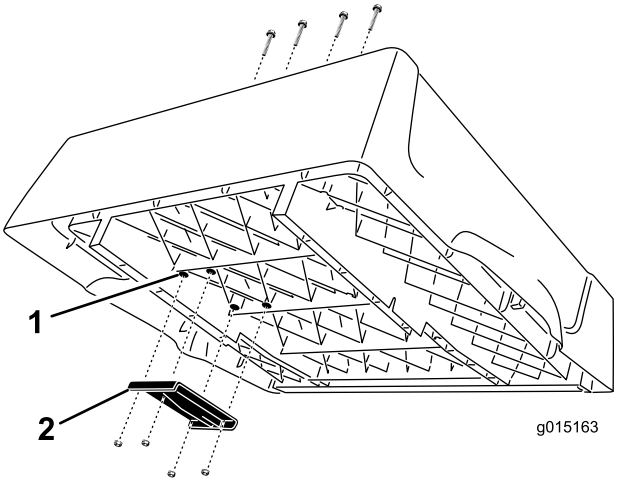

Figur 4
1. Find de 4 runde fremspring på ladets underside i højre side (Figur 4). Brug et bor med en 3/8 tomme bit til forsigtigt at bore op gennem de runde fremspring og lave fire huller gennem ladets bund.
2. Monter det øverste løftebeslag på ladets underside med 4 rundhovedede stjerneskruer (3/8 x 2-1/2 tommer) og flangelåsemøtrikker (Whiz) (3/8 tomme). Placer beslaget som vist i Figur 4.